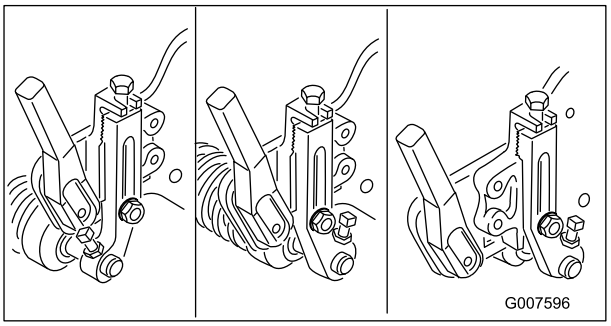

**Figur 54**
**Merk:** Den fremre valsen kan stå i tre forskjellige stillinger (Figur 54), alt etter brukerens behov.